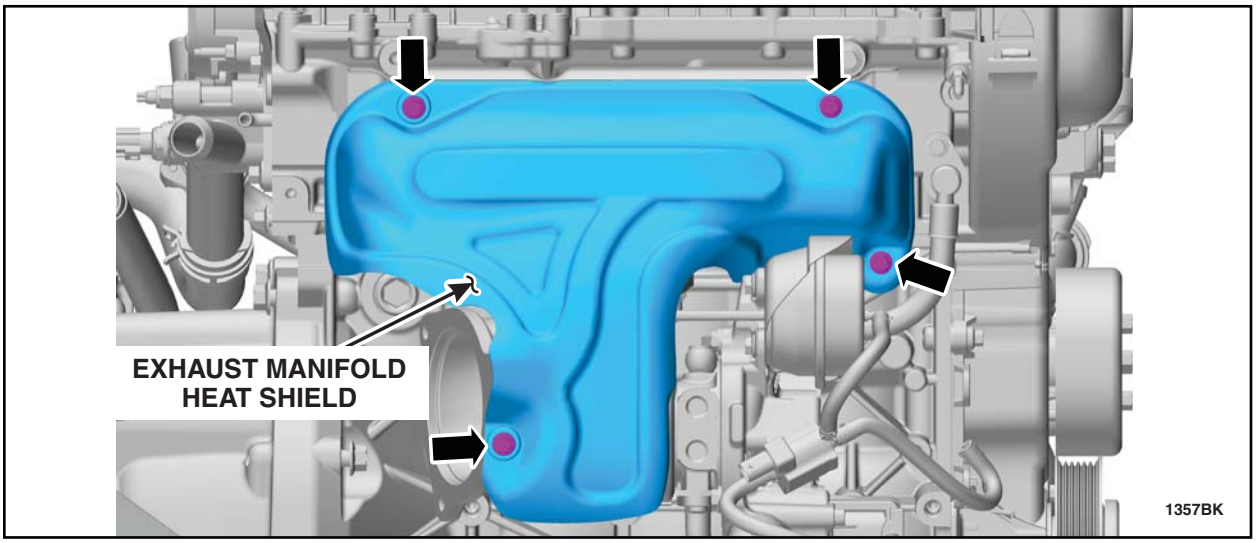

FIGURE C4
5. Remove the four (4) bolts and the exhaust manifold heat shield. See Figure C4.